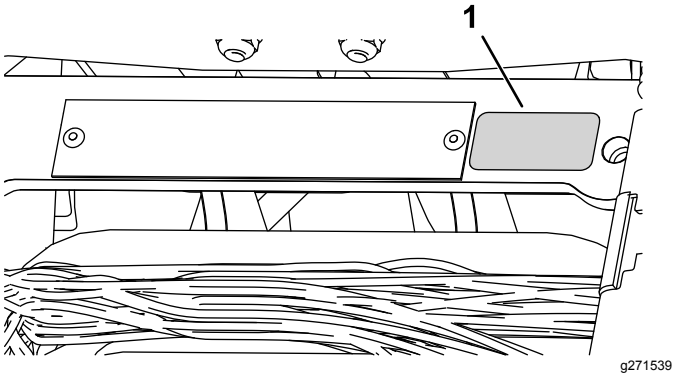

**Rysunek 11**
- W pobliżu tabliczki znamionowej zamocuj tabliczkę z rokiem produkcji (Rysunek 11).